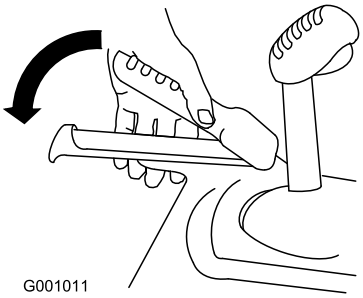

Bild 37
2. Kuppeln Sie den Fahrantriebshebel ein und halten ihn fest (Bild 37).